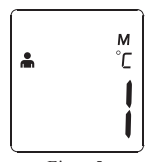

Figur 5
1.Når termometret har været tændt og anvendt, holdes tændknappen nede i 3 sekunder. Herefter ses M i øverste højre hjørne af displayet. (Figur 5)